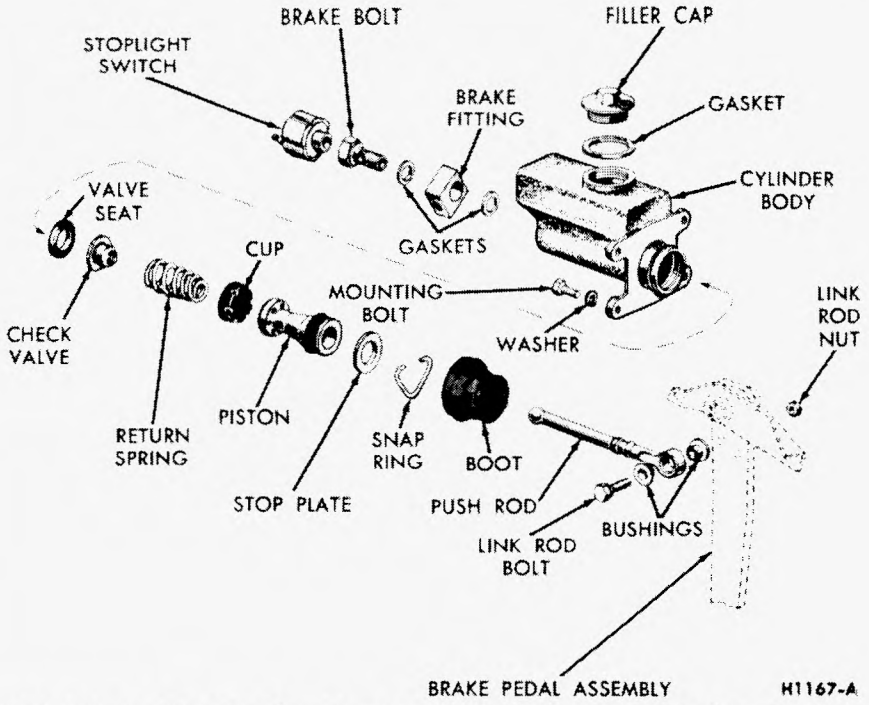

FIG. 14—F-350 Brake Master Cylinder—Typical of P-Series
3. Remove the brake bolt, fitting, and gaskets from the forward end of the cylinder (Fig. 14). Remove the snap ring from the bore at the rear end of the cylinder and remove the stop plate, piston, cup, spring, check valve, and seat from the cylinder bore. If necessary, blow through the forward bolt hole to remove the parts.
2. Install the brake fitting, bolt, and gaskets (Fig. 14), on the forward end of the cylinder. If the stoplight switch mounts on the master cylinder, attach the switch to the brake bolt.